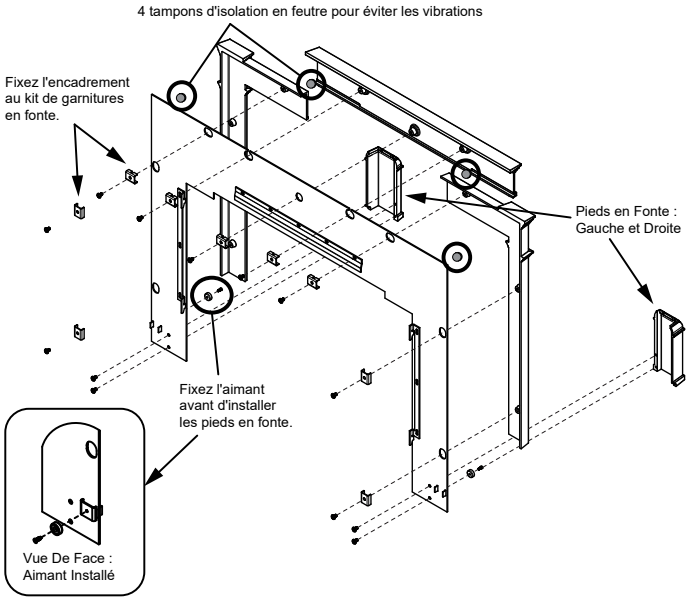

Figure 22.1
3. Placez les tampons adhésifs anti-vibrations en feutre sur la face avant de chaque angle de la pièce en métal supérieure et sur la face arrière de chaque angle de la pièce supérieure en fonte **(Figure 22.1)**.